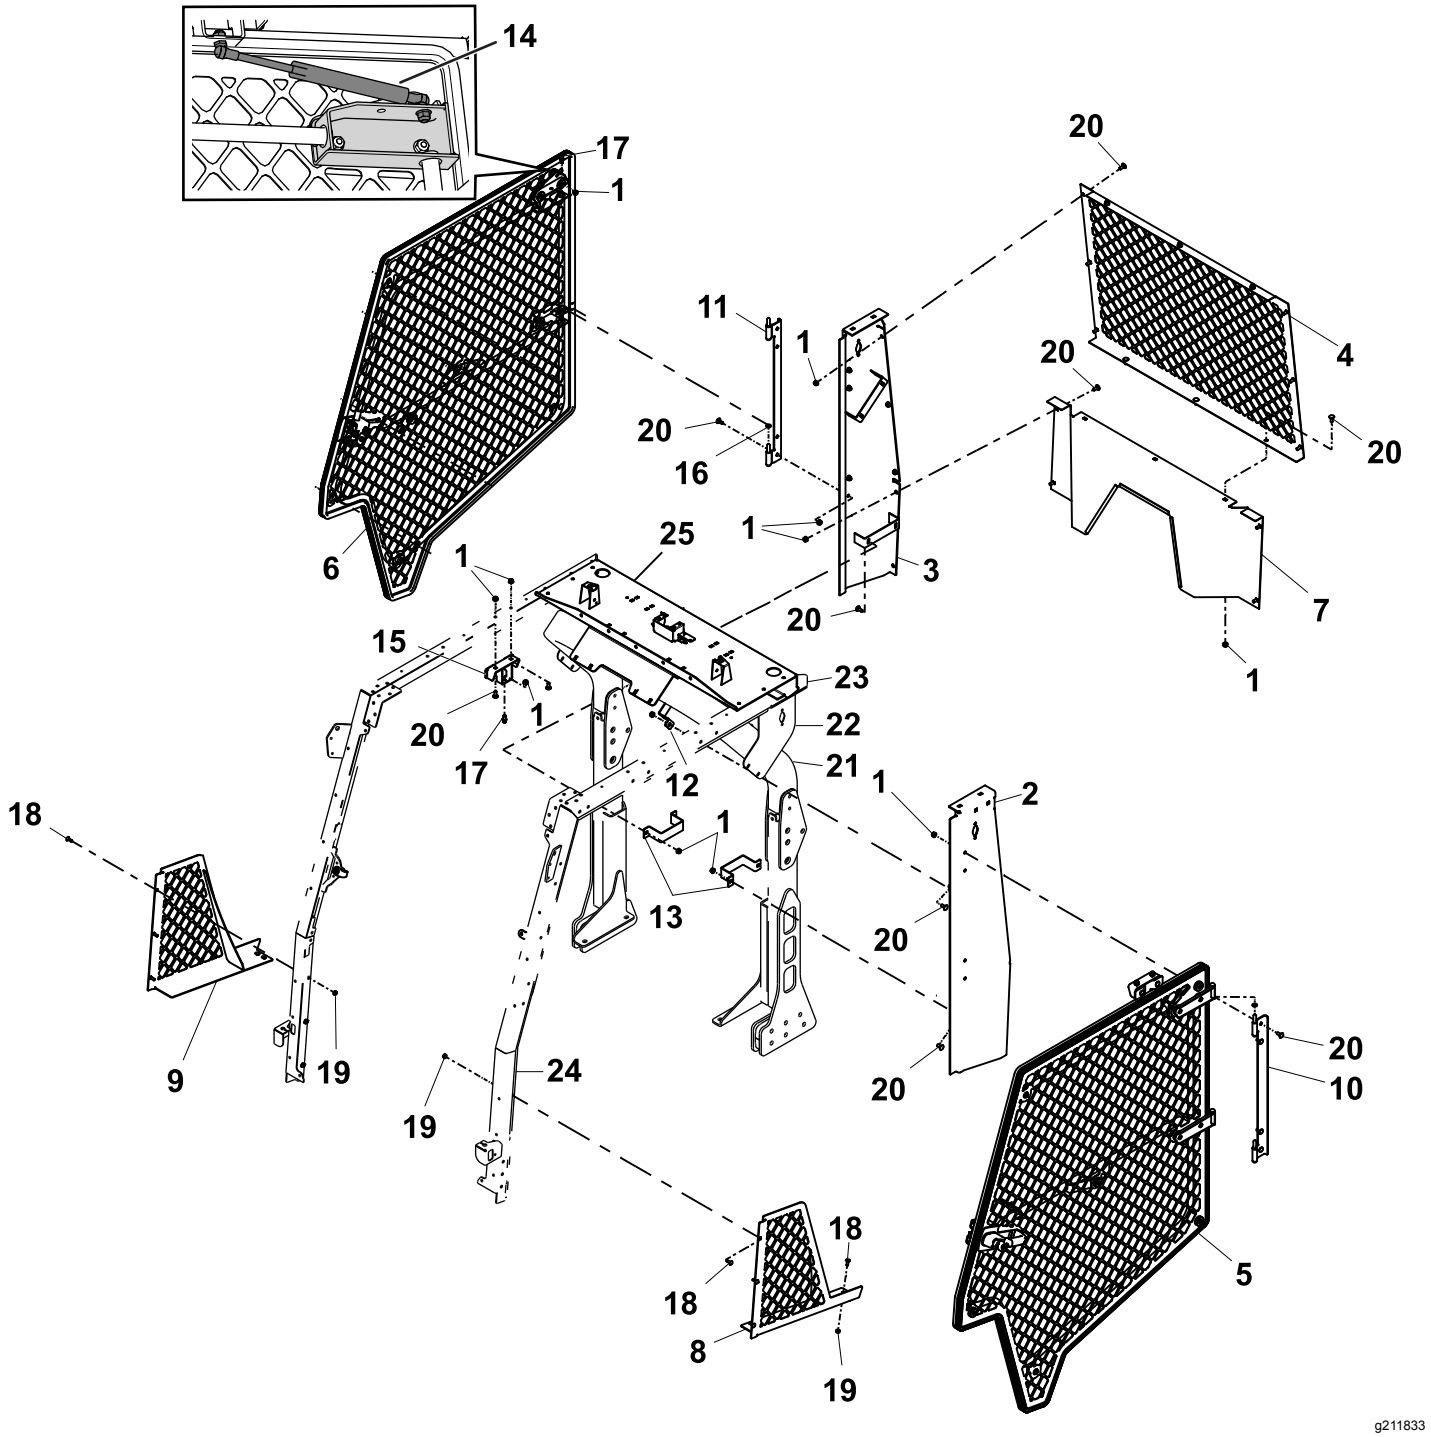

Figuur 2
6. Als de machine voorzien is van een verlengde rolbeugel met 2 stangen, verwijder dan de zijpanelen waarop de lampen van de rolbeugelstangen gemonteerd zijn (Figuur 2).
Raadpleeg Figuur 2 bij het uitvoeren van de volgende stappen.